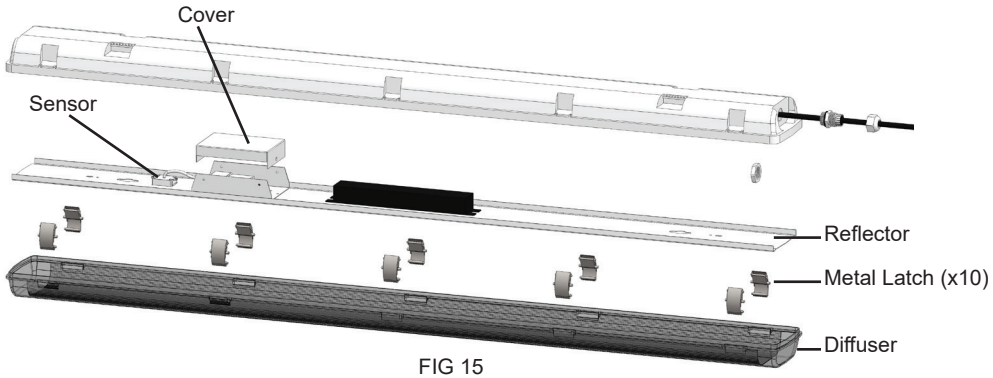

FIG 15
11. Re-attach Diffuser and secure with Metal Latches (x10). (FIG 15)